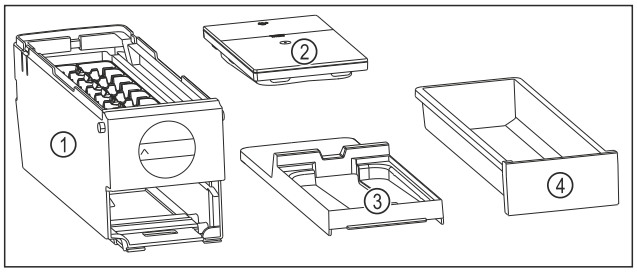

Fig. 214 Components of the EasyTwist-Ice
- ▷ EasyTwist-Ice is dismantled into four parts. (see Fig. 214)
- ▶ Only dismantle the EasyTwist-Ice into the components shown. (see Fig. 214)
- ▶ Clean the EasyTwist-Ice body *Fig. 214 (1)* as a whole.